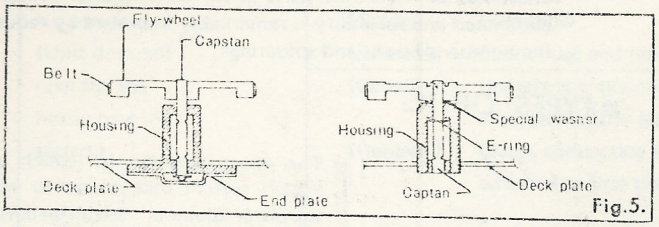

Fig.5.
2. Installation of flywheel (Refer to Fig. 5)